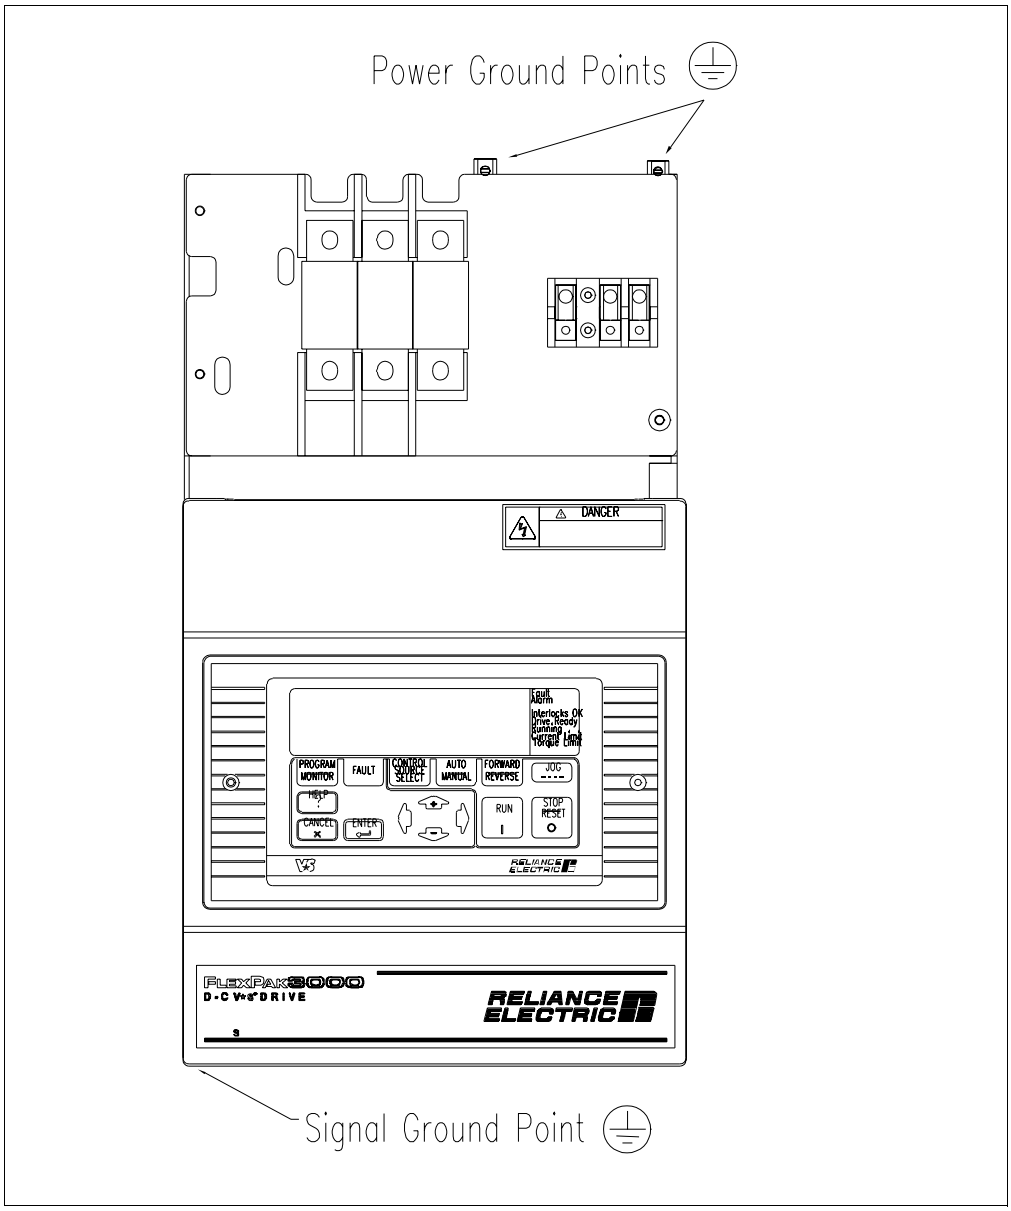

Figure 2.8 – Drive Control and Power Ground Point Locations (1.5 to 30 HP @ 230 VAC / 3 to 60 HP @ 460 VAC / 7-110 Amp Rated Output)
Step 1. Locate the drive ground points as shown in figures 2.8 through 2.13.